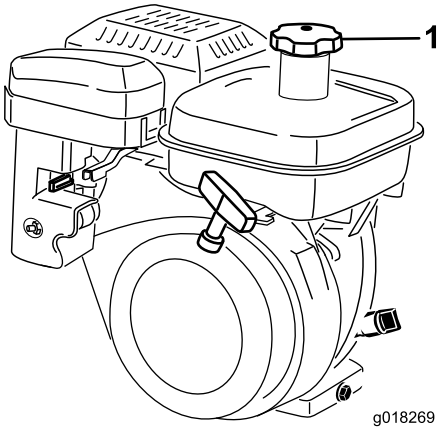

**Figur 20**
1. Rengör omkring tanklocket och avlägsna locket från tanken (Figur 20). Fyll bränsletanken med blyfri bensin upp till vakuuminsatsens nedersta del. Fyll inte på för mycket.